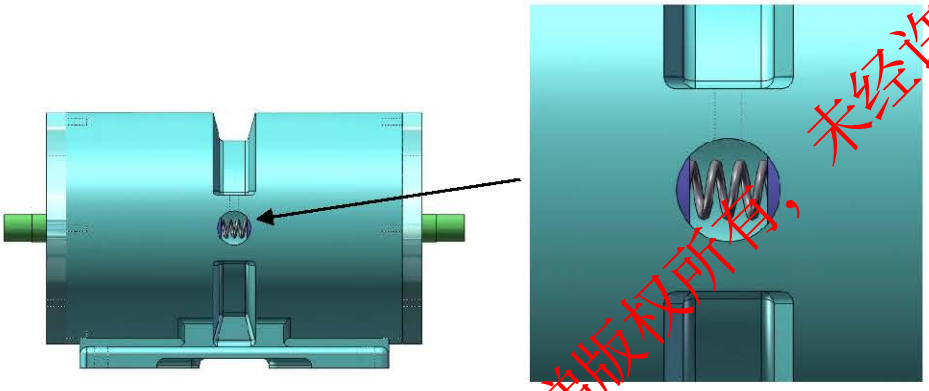

图 D-13（拆除了定位螺钉、紧固螺钉及释放轴）
4） 电磁铁安装完成后应检验中心弹簧安装正确，见图 D-13。
①依照 D.1.3.1 拆掉释放轴。
②确认中心弹簧安装正确，弹簧端部安放在衔铁孔内, 见图 D-13。
③检验完毕后，应将定位螺钉、紧固螺钉及释放轴装回原来的位置。